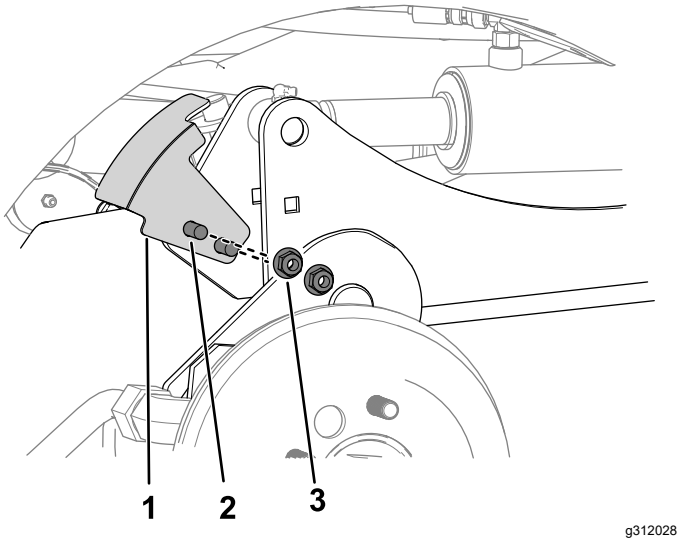

Figur 7
5. Använd två vagnsbultar och två muttrar (⅜ tum) för att montera givarfästet på den högra lyftarmen (Figur 7).